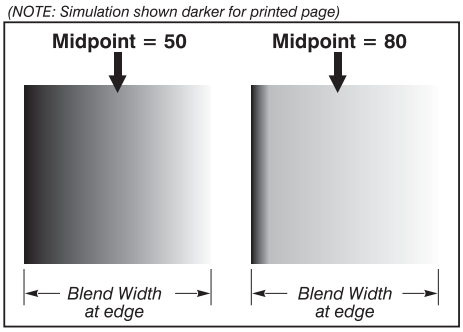

Figure 3.36. "Midpoint" Examples
- **Blend Midpoint** determines the white level at the blend midpoint (the point equidistant between the beginning and end of the blend). Increasing the *Blend Midpoint* setting creates a blend that appears brighter than the rest of the image. Decreasing the *Blend Midpoint* setting creates a blend that is darker than the rest of the image. A setting of 50 means the midpoint is approximately 50% black—for best results in most applications, keep fairly close to this default (see Figure 3.36).